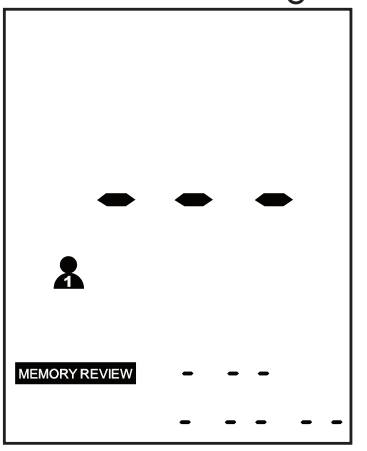

Fig. 4
4. The memory bank is now empty, Fig 4, and the monitor will turn off.